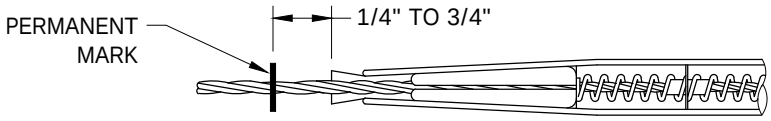

FIGURE 5
D. THE CONDUCTOR MUST BE INSERTED INTO SLEEVE THE FULL LENGTH INDICATED BY THE PERMANENT MARK. THIS LENGTH SHALL BE MARKED ON THE CONDUCTOR, AND THE CONDUCTOR SHALL BE HELD AT THIS POINT DURING INSERTION. MAKE SURE THAT THE SECTION OF CONDUCTOR TO BE INSERTED INTO THE SLEEVE IS STRAIGHT. AS TENSION IS APPLIED THE CONDUCTOR WILL MOVE APPROXIMATELY 1/4" TO 3/4", DEPENDING ON CONDUCTOR AND SPLICE SIZE, TOWARD THE OPEN END OF THE SPLICE AS THE JAWS MOVE TOWARD A "SET" POSITION. SEE (FIGURE 5). A CONDUCTOR THAT IS ON THE SMALL END OF THE CONDUCTOR RANGE WILL MOVE MORE THAN A LARGER CONDUCTOR IN THE SAME SPLICE. THE AUTOMATIC SLEEVES HAVE AN INTERNAL PILOT CUP WHICH CONFINES THE STRANDS DURING INSERTION. THE CONDUCTOR MUST NOT BE TWISTED OR BENT DURING THE INSERTION. TWISTING TENDS TO SEPARATE THE STRANDS, CAUSING THEM TO INTERFERE WITH JAW OPERATION.